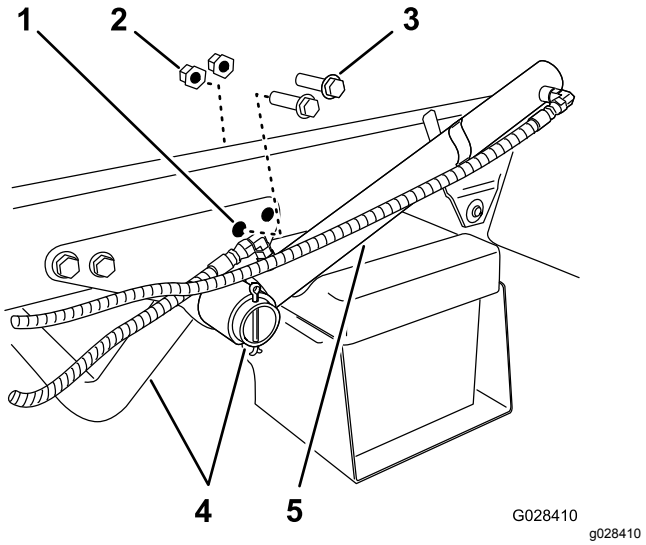

Figur 6
1. Ta bort de två bakre flänsskruvar och de två flänslåsmuttrar som håller fast motorrörets stödfäste på maskinens ram (Figur 6).
2. Vrid lyftcylindern tills du kommer åt att montera låsfästet för tankplattformen (Figur 6).